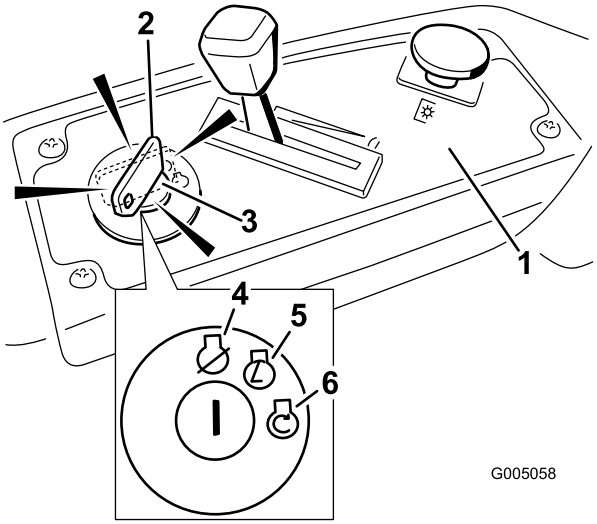

Figura 12
4. Girate la chiave di accensione in posizione Start per attivare il motorino di avviamento; Rilasciatela quando il motore si accende (Figura 12).
2. Posizionate la leva dell'acceleratore tra alta e mezza velocità (Figura 12).